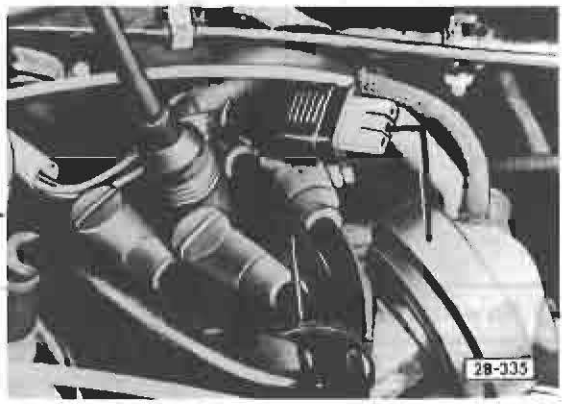

Fig. 7 Hall generator plug
⑧ Hall control unit checking
- ground metal pin briefly (Fig. 7)